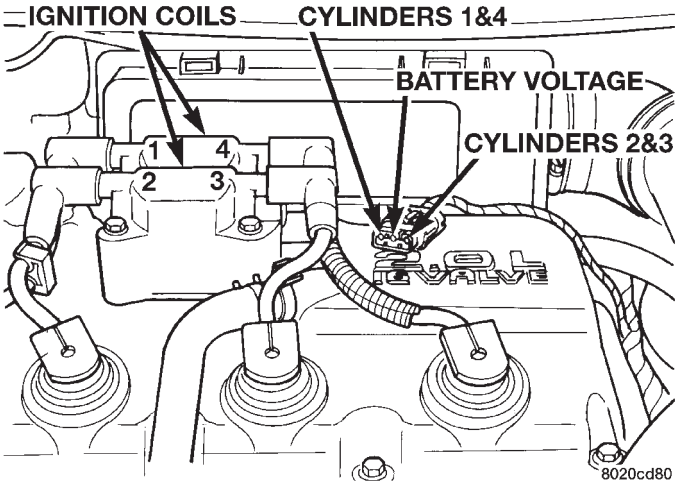

Fig. 23 Ignition Coil Engine Harness Connector
(1) Check battery voltage. Voltage should approximately 12.66 volts or higher to perform failure to start test.
(2) Disconnect the harness connector from the coil pack (Fig. 23).
(3) Connect a test light to the B+ (battery voltage) terminal of the coil electrical connector and ground. The B+ wire for the DIS coil is the center terminal. **Do not spread the terminal with the test light probe.**
(4) Turn the ignition key to the **ON position.** The test light should flash On and then Off. **Do not turn the Key to off position, leave it in the On position** .